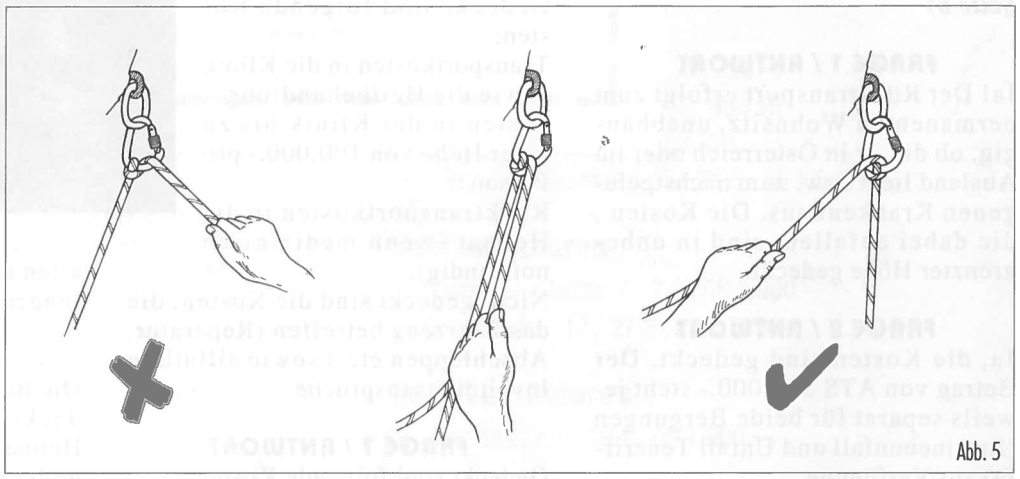

Abb. 5
- Krangelbildung, besonders beim Ablassen eines Partners (Abb. 5).